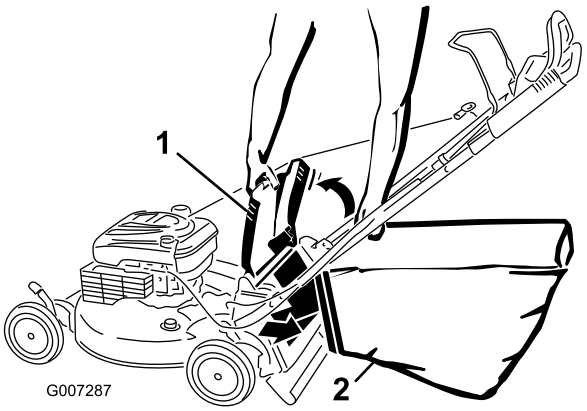

Figuur 22
4. Hang de bovenrand van de voorzijde van de vanger aan de inkepingen (Figuur 22).